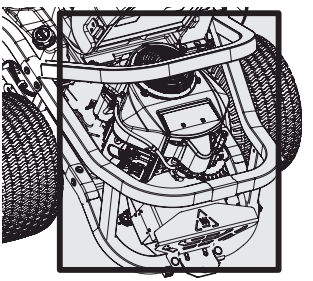

Fig. 30
- Mantenga ambos lados de las ranuras de enfriamiento de la transmisión, el colector de escape, alrededor de los fusibles, todo el cableado y los arneses de cables, el tubo del silenciador, el protector del silenciador, los filtros de admisión del motor y las aletas de refrigeración, etc. libres de residuos de pasto y hojas (Fig. 30).